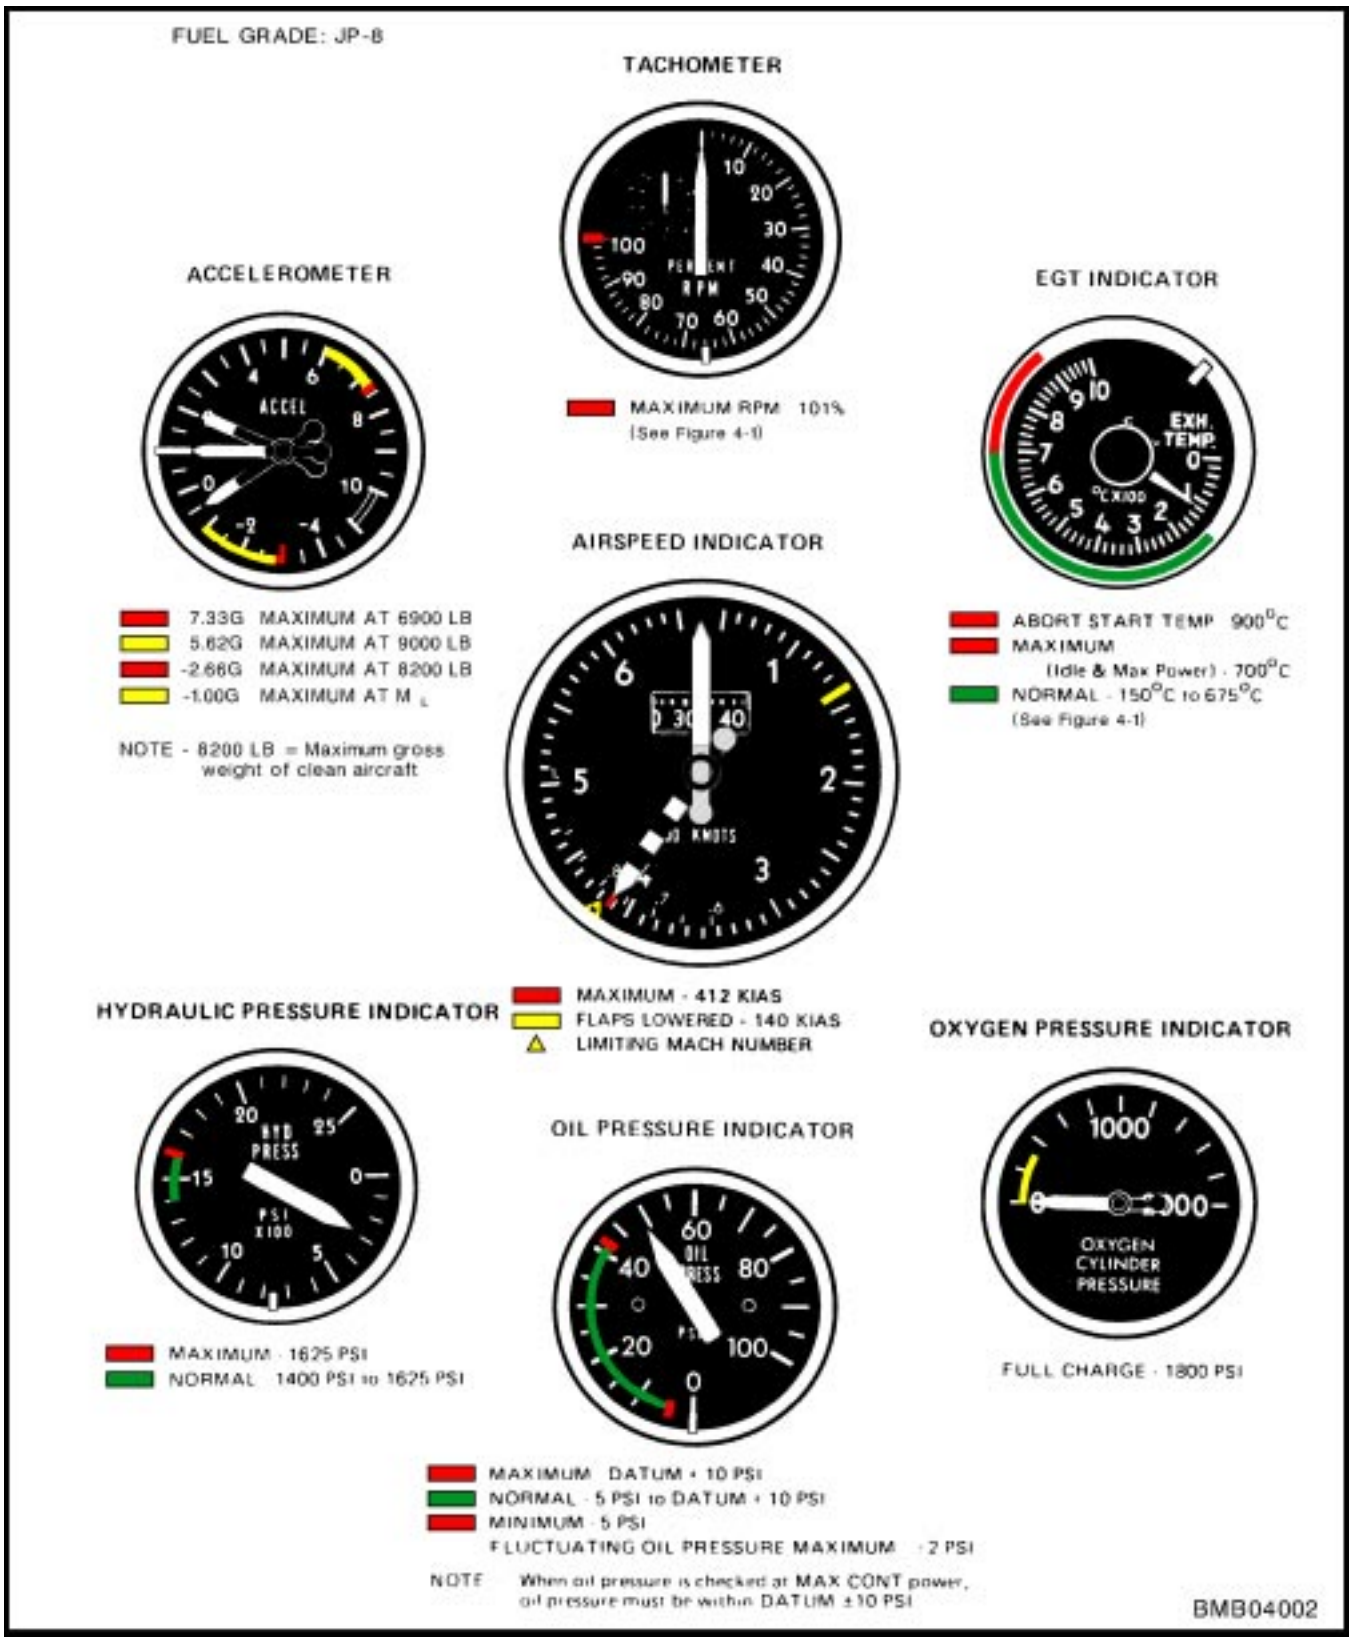

Figure 4-3 Instrument Range Markings
b. Instrument range markings are shown in Figures 4-3 and 4-4.